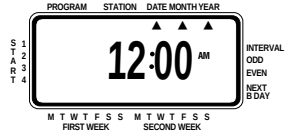

Abb. 3: LCD-Anzeige mit umliegenden Informationen
- Drücken und halten Sie die **+** Taste, um die Uhr auf die korrekte Uhrzeit vorzustellen. Mit der **–** Taste können Sie rückwärtsgehen **[siehe Abb. 3]**. Wenn Sie auf der richtigen Uhrzeit angekommen sind, drücken Sie die **ENTER** (Eingabe) Taste, um die Uhrzeit zu fixieren.